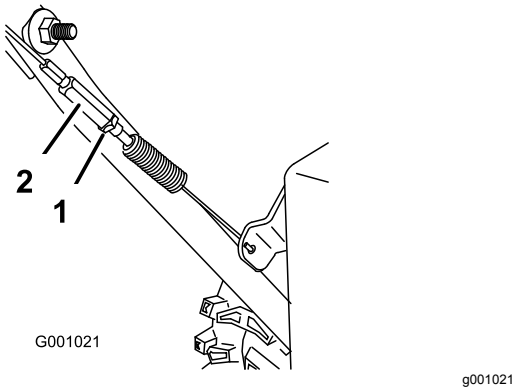

**Figur 34**
3. Spænd kontramøtrikken (Figur 34).